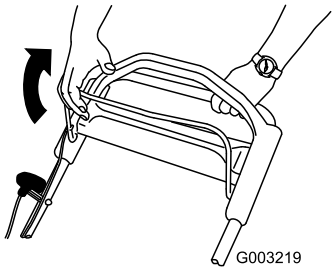

Figura 13
1. Tirate la barra di comando della lama verso la stegola (Figura 13).